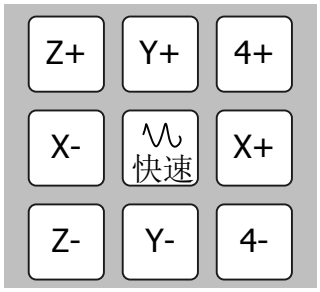

图 1-10 轴方向按键
(8) 轴方向按键：用于手动运动机床各轴，或者微调功能。包括的按键见图 1-10 所示。【快速】按键的使用方法：在手动模式下，同时按下任一轴方向键和快速键，机床以手动高速运动；单独按下任一轴方向键，机床以手动低速运动。